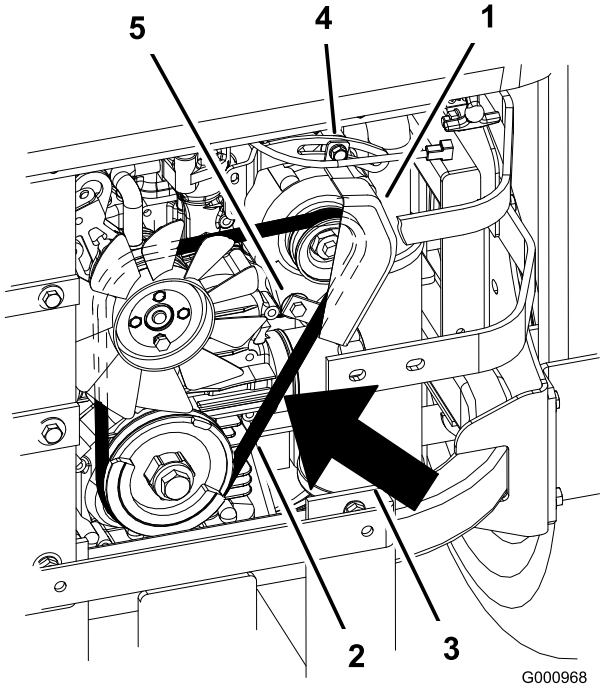

Rysunek 72
2. Przesuwaj alternator na zewnątrz aż ugięcie paska między silnikiem a alternatorem będzie wynosiło 7 do 9 mm między kołami pasowymi alternatora przy nacisku 10 kgf (Rysunek 72).
5. Jeśli ugięcie jest prawidłowe, dokręć górną i dolną śrubę (Rysunek 72).